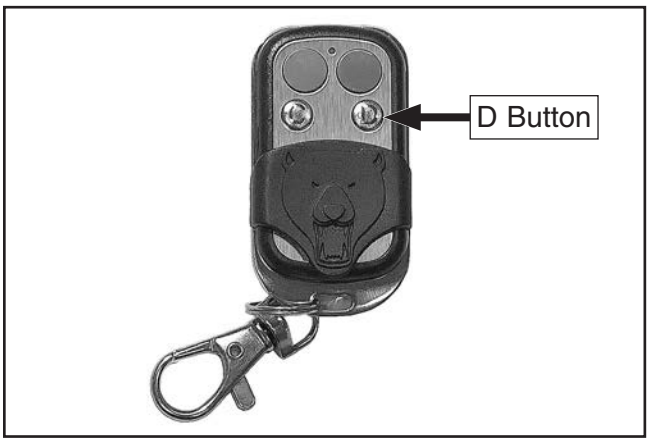

Figure 26. Location of D button on remote control.
4. Press and hold D button (see **Figure 26**) on remote control until it beeps twice. Pairing is complete.